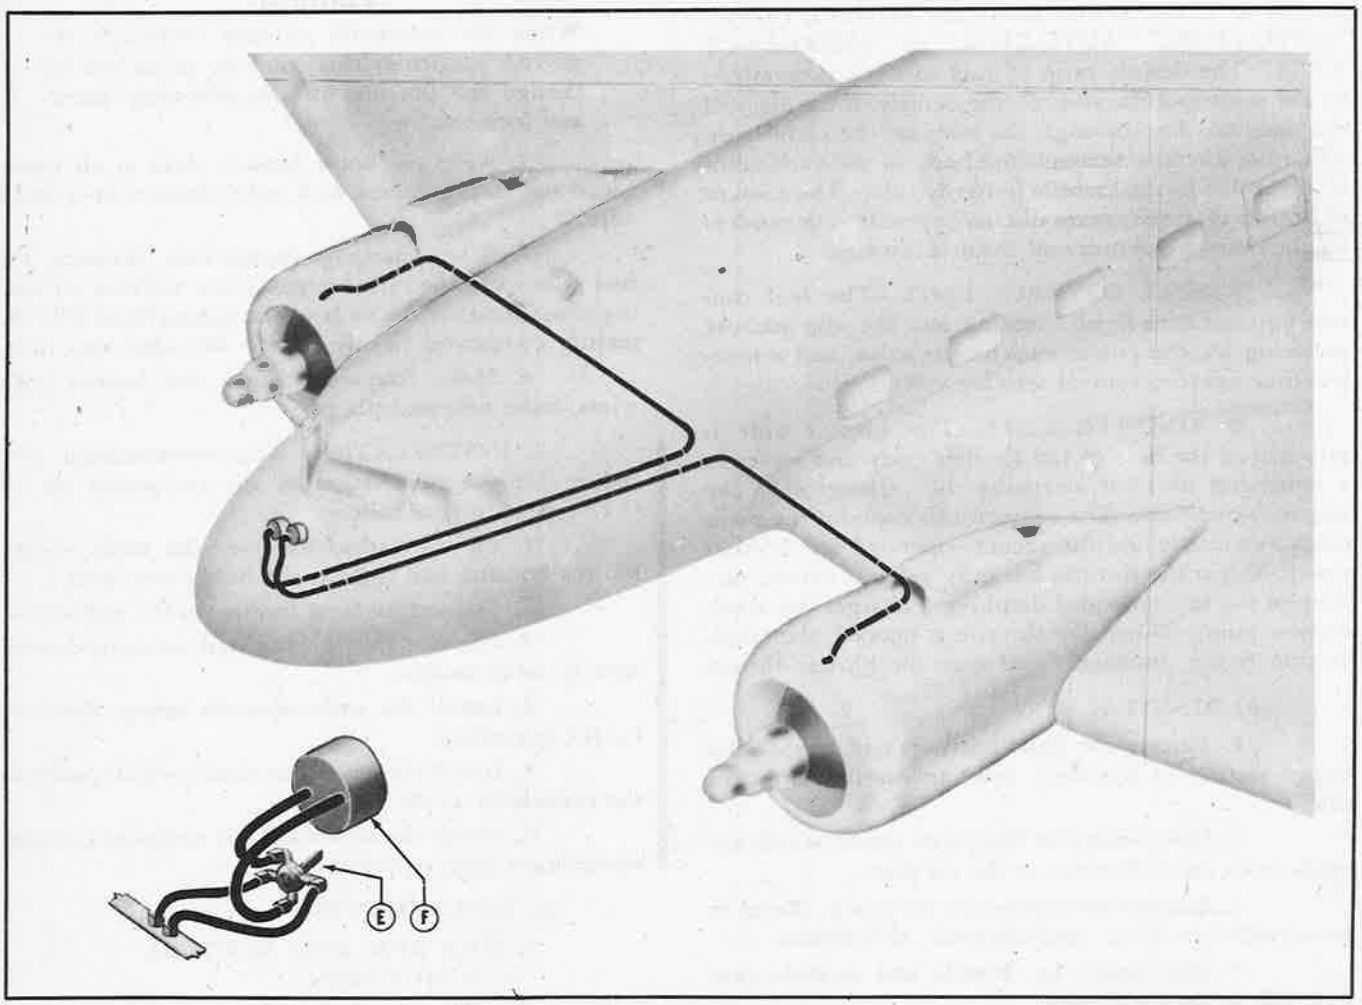

Figure 222—Manifold Pressure System
(4) MANIFOLD PRESSURE.—A diagram of the manifold pressure system is shown in figure 222. The function of this system is to measure the pressure at which the fuel mixture enters the intake pipes of the engine. The control and the dual gage are located on the instrument panel of the airplane.
(5) EXHAUST SYSTEM.